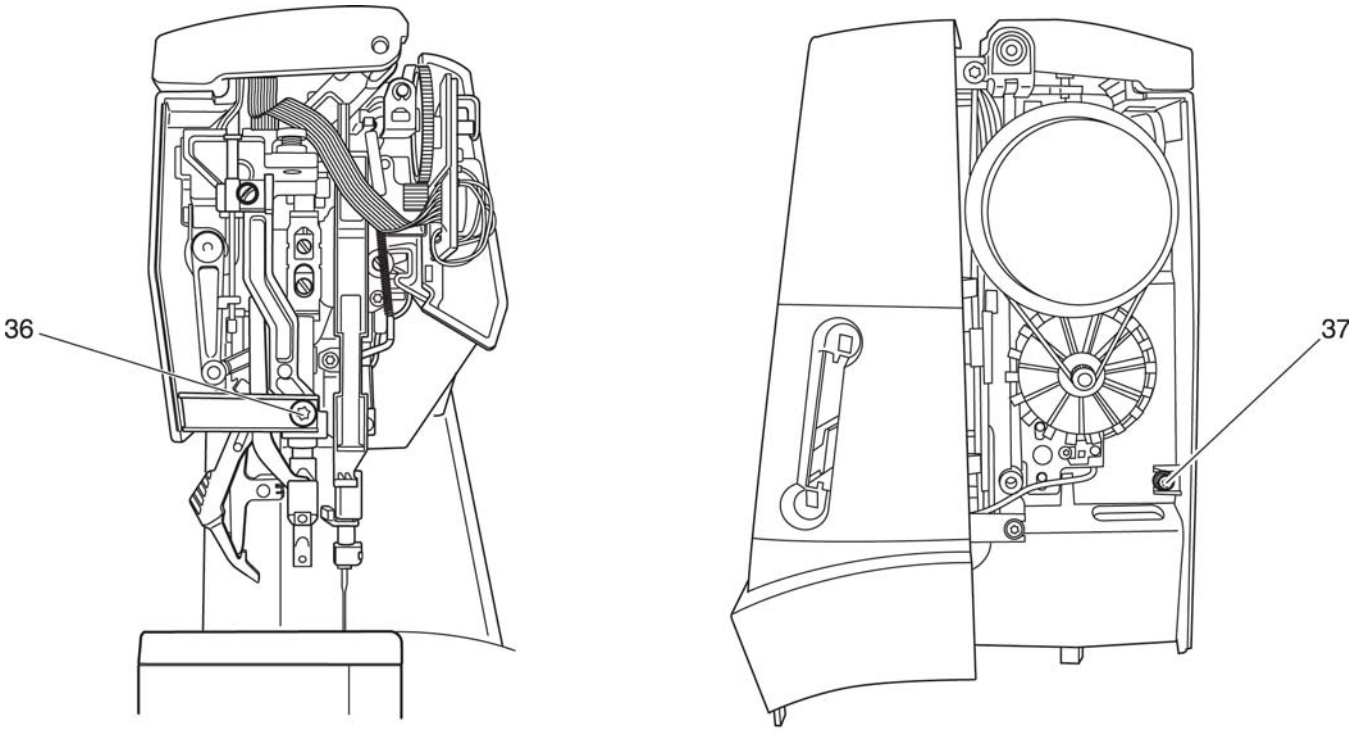

Fig. 11
- Loosen fastening screws 36 and 37 (fig. 11).